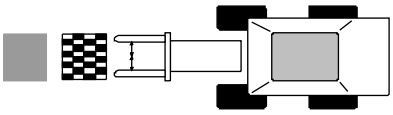

Abb. 132: Ladegut zum Stapel ausrichten
- Mit dem Ladegut in Transportstellung frontal an den Stapel so heranfahren, dass sich das Ladegut mittig zum Stapel befindet (Abb. 132)